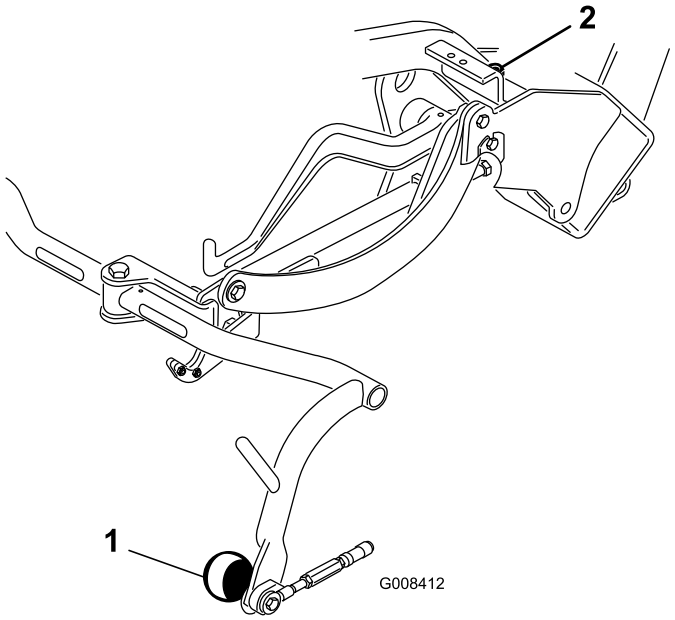

Figur 9
3. Hvis det er nødvendig å justere bærerammen, løsner du sikringsmutteren på stoppeskruen på bærerammen (Figur 9) og roterer skruen opp eller ned for å heve eller senke rammen. Stram sikringsmutteren når justeringen er fullført.